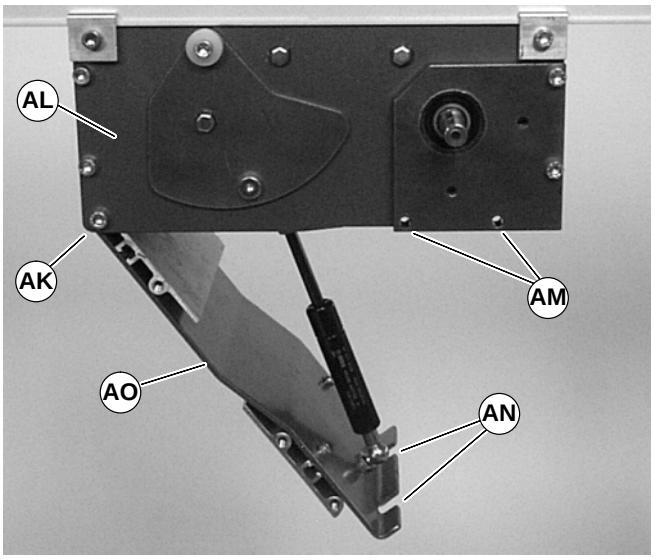

Abbildung 16
3. An jeder Seite des Antriebsmoduls (AL) Eckschrauben lösen (AK siehe Abbildung 16).